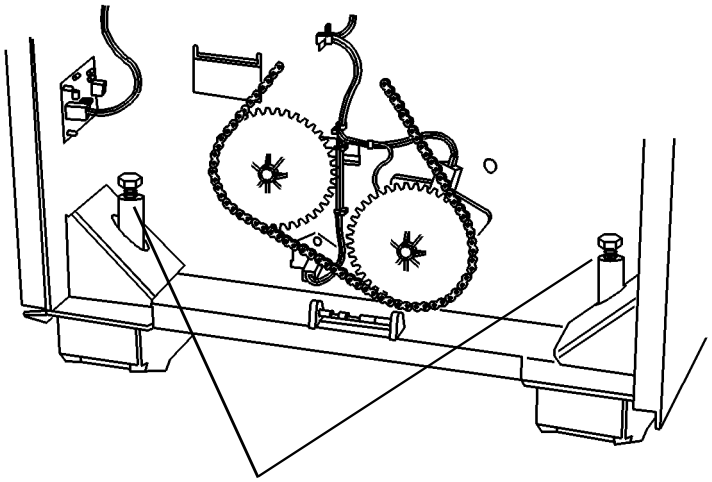

**Figure 17 Preparing to Level the Printer**
27. Figure 17 : Prepare to level the Printer. Rotate the leveling bolts (located inside the front and rear doors) fully counterclockwise.